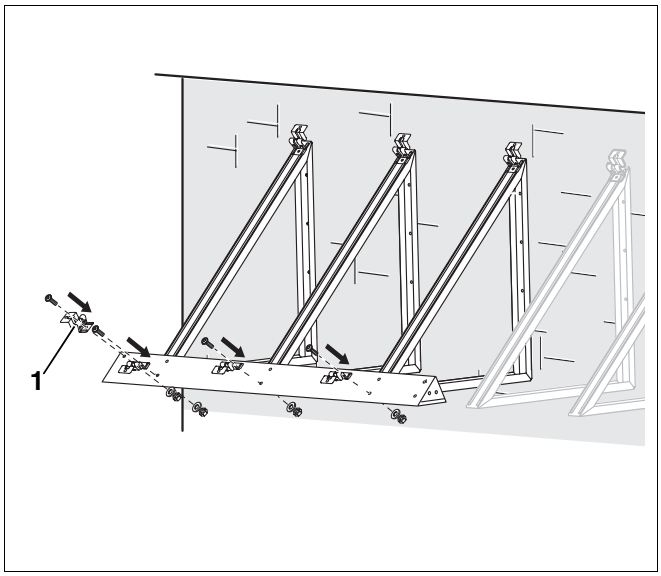

Afb. 42 Verbindingsplaat monteren
- Monteer de collectorhouder op de verbindingsplaat (afb. 42).
Wanneer u een collectorveld monteert, moet u aan het begin en aan het einde van het collectorveld de zijdelingse collectorhouder op de betroffen verbindingsplaat monteren (afb. 42, **pos. 1**).